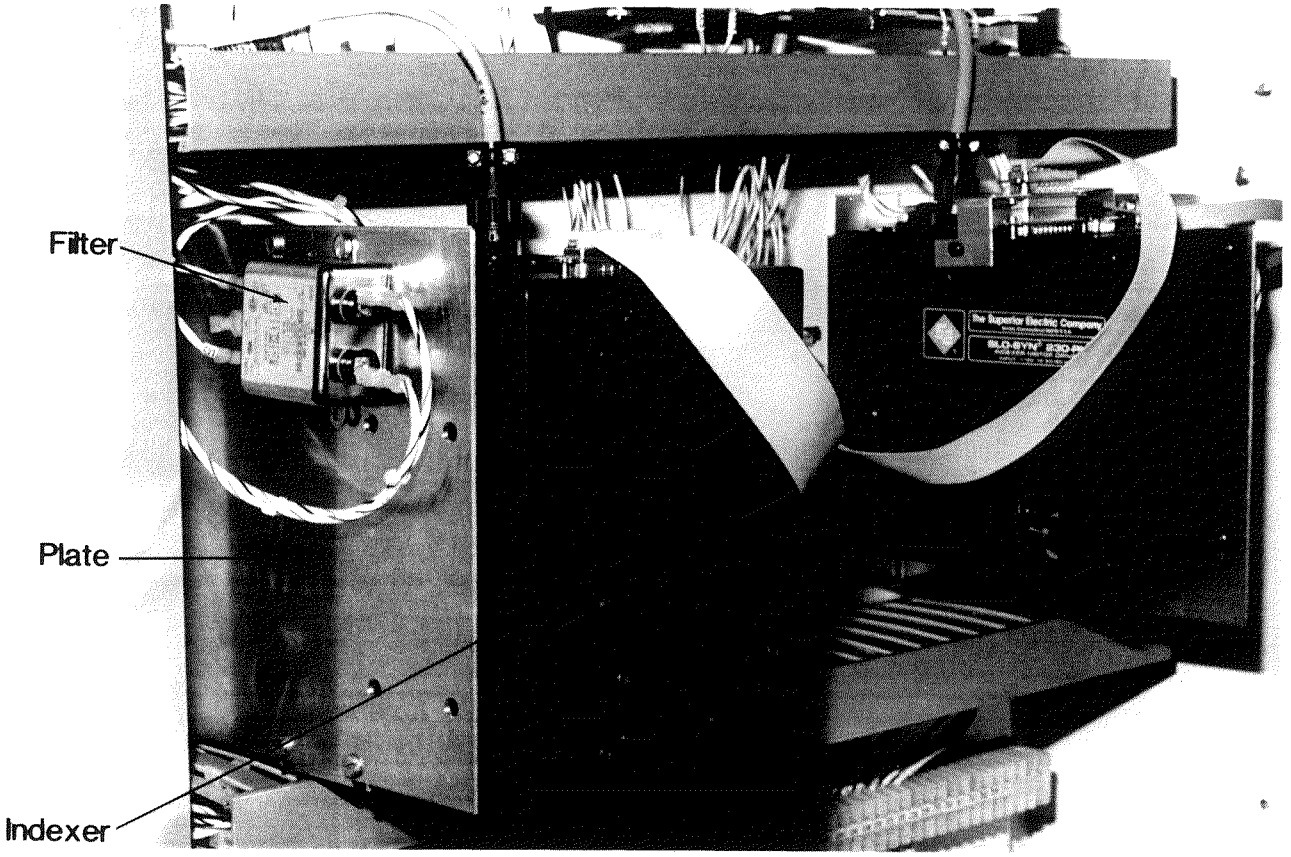

FIGURE 1
- **The ac line filter must be installed by qualified personnel. Typical methods of locating and installing the line filter are shown in Figures 1 and 2.**